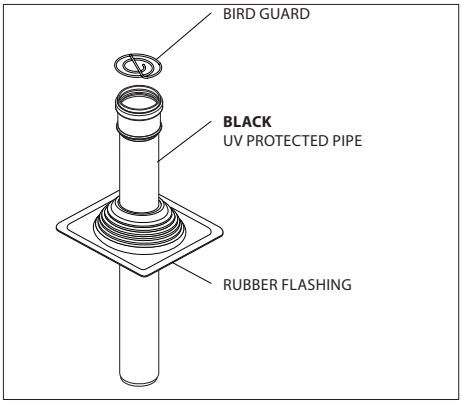

Figure 15- Vertical Pipe Termination
Vertical single pipe (Fig.15)
2. Attach Flashing to roof. ***(Fig.15)***